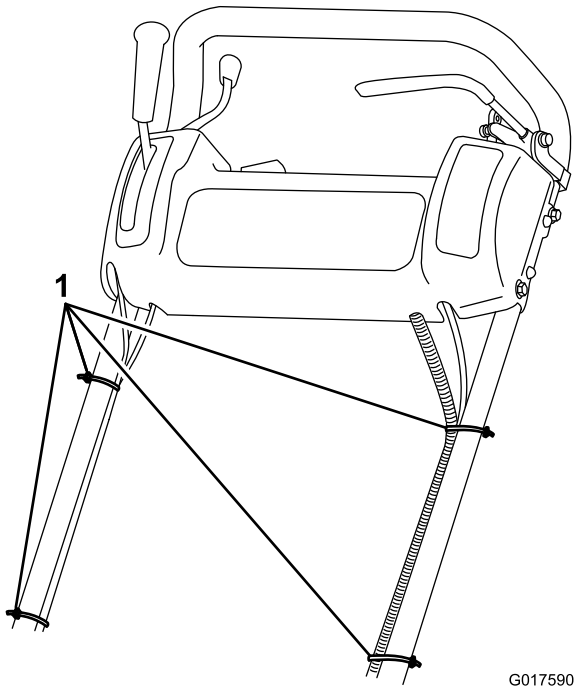

Figur 4
7. Fest kablene og ledningssatsen til håndtaket med kabelfestene (Figur 4).